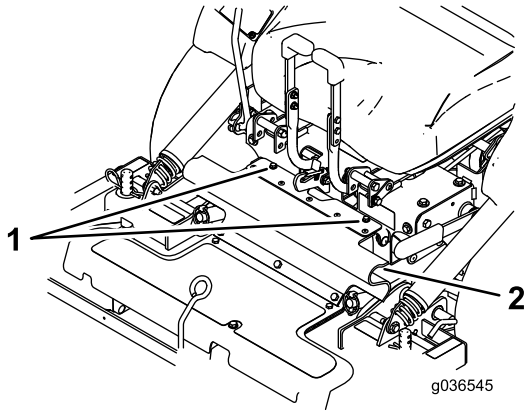

Figur 19
2. Løsne boltene som er festet til gummivernet (Figur 19).
3. Monter gummivernet med boltene (Figur 19).